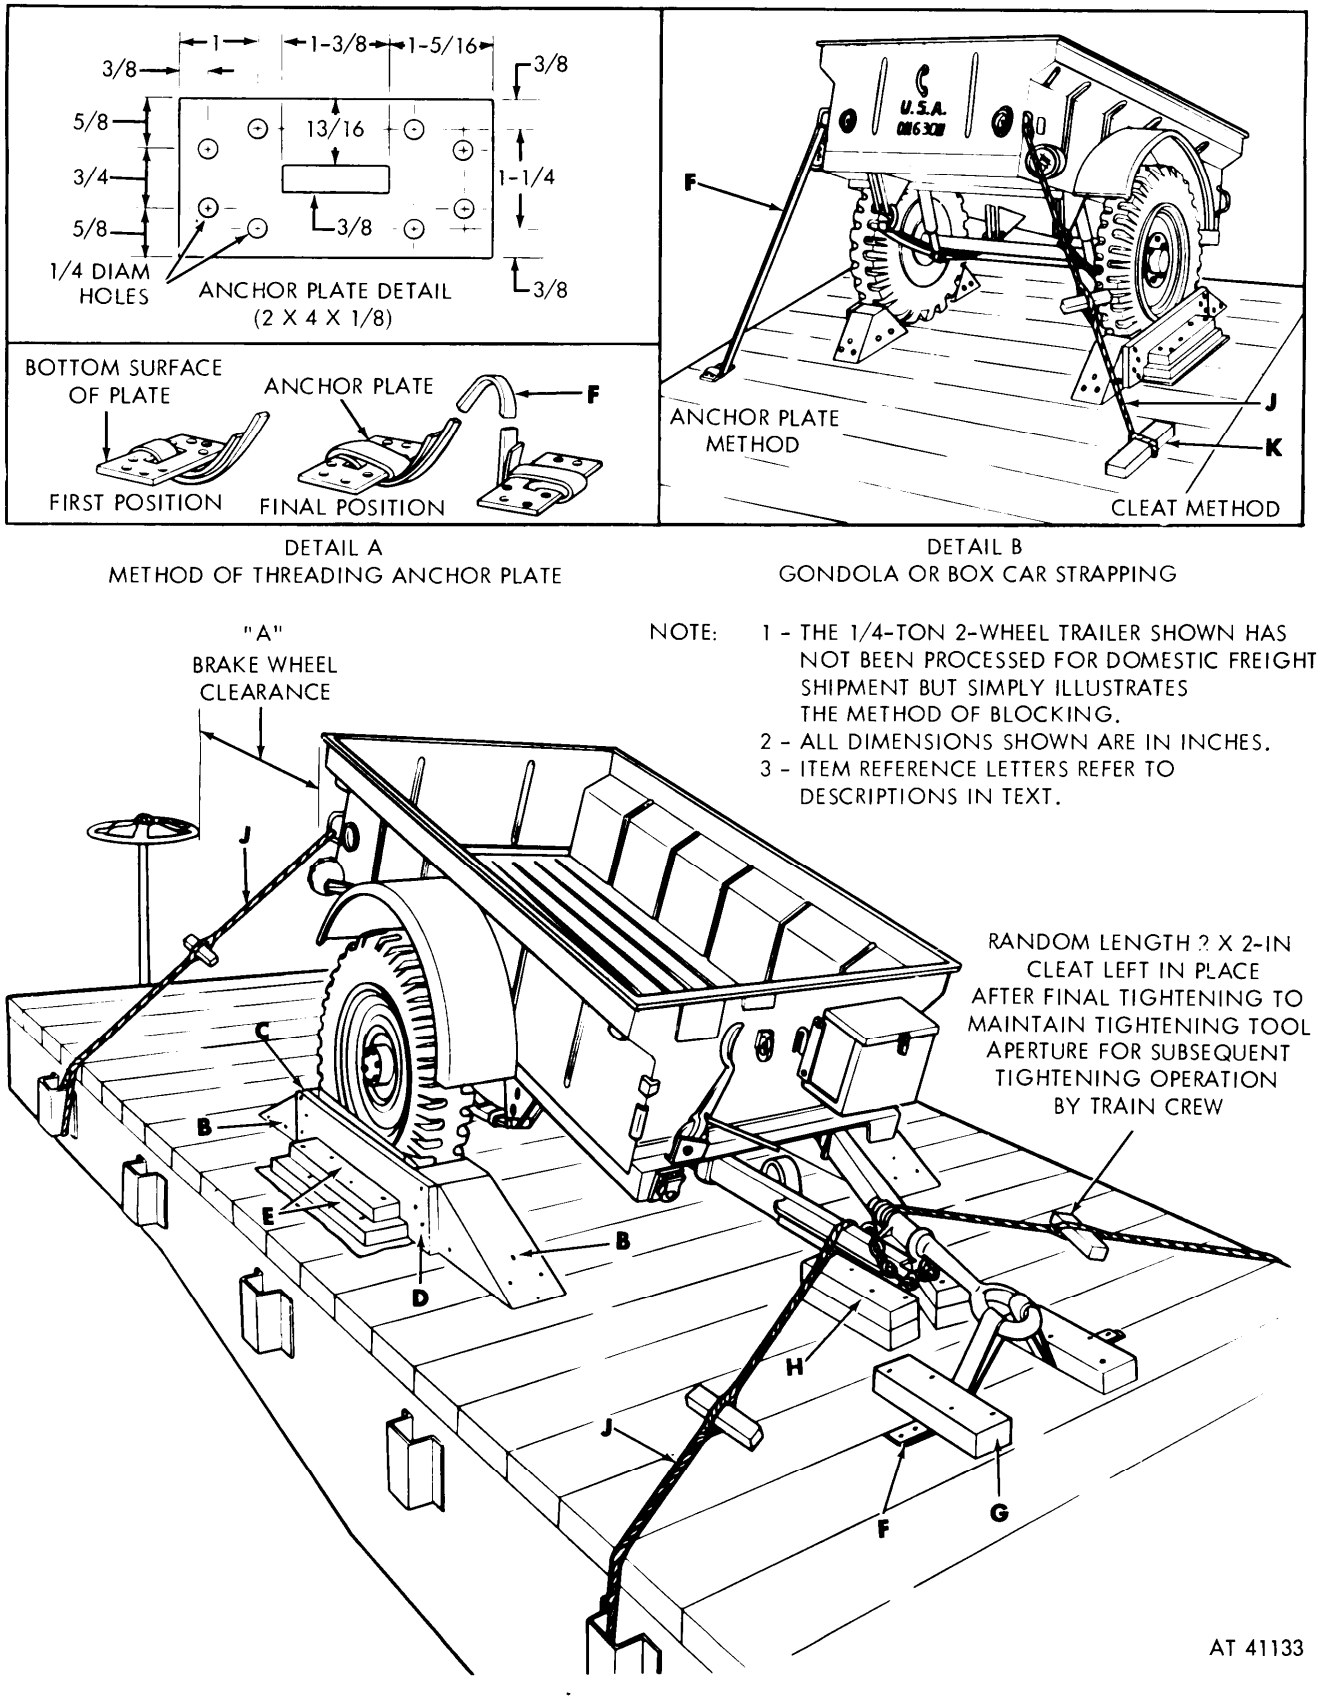
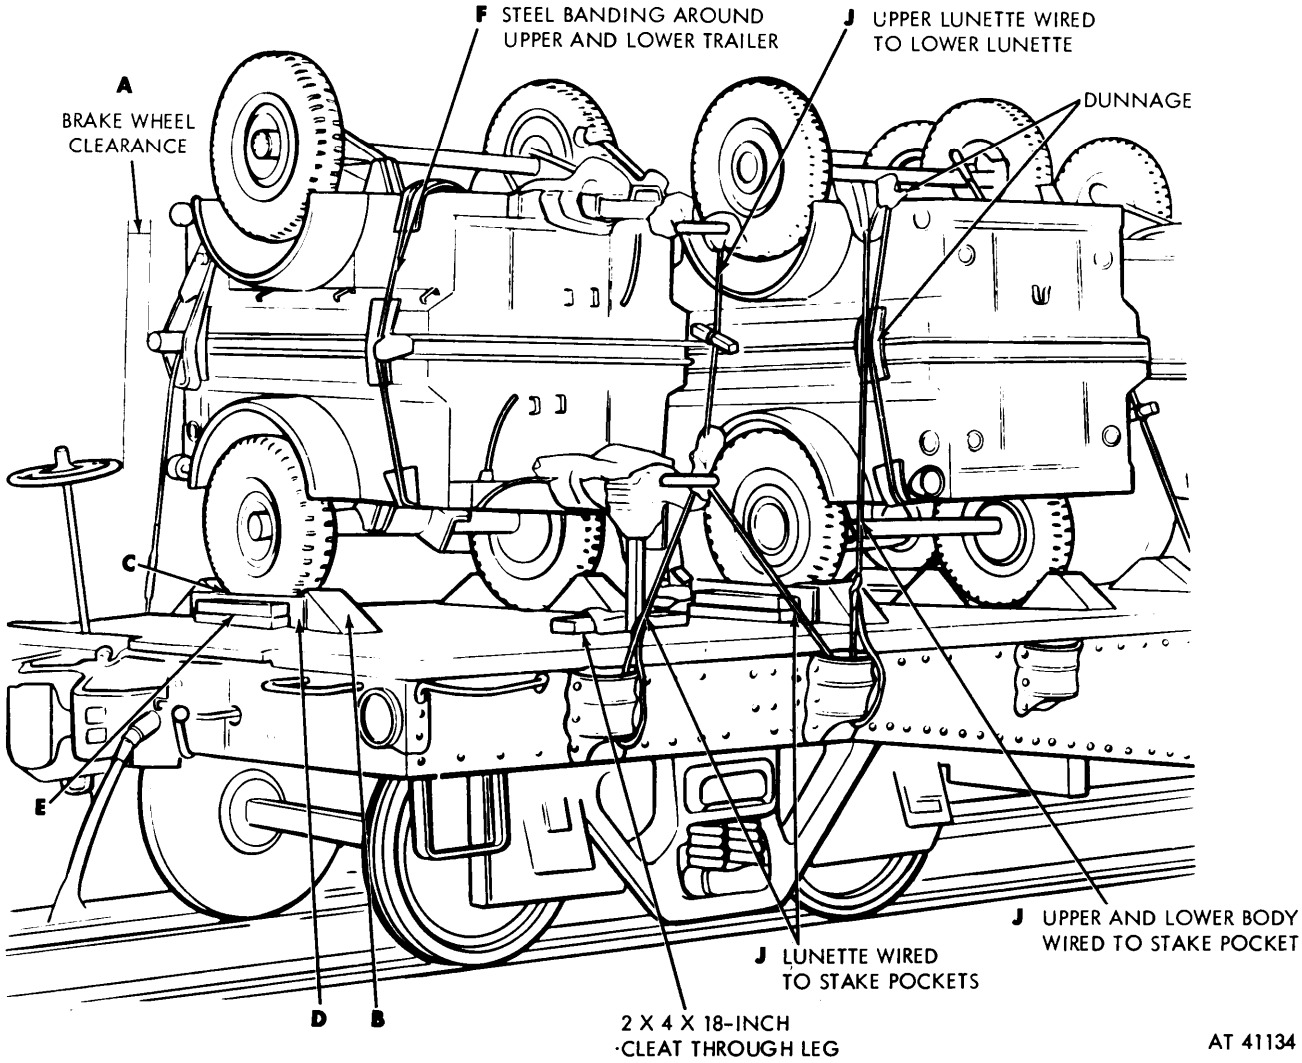
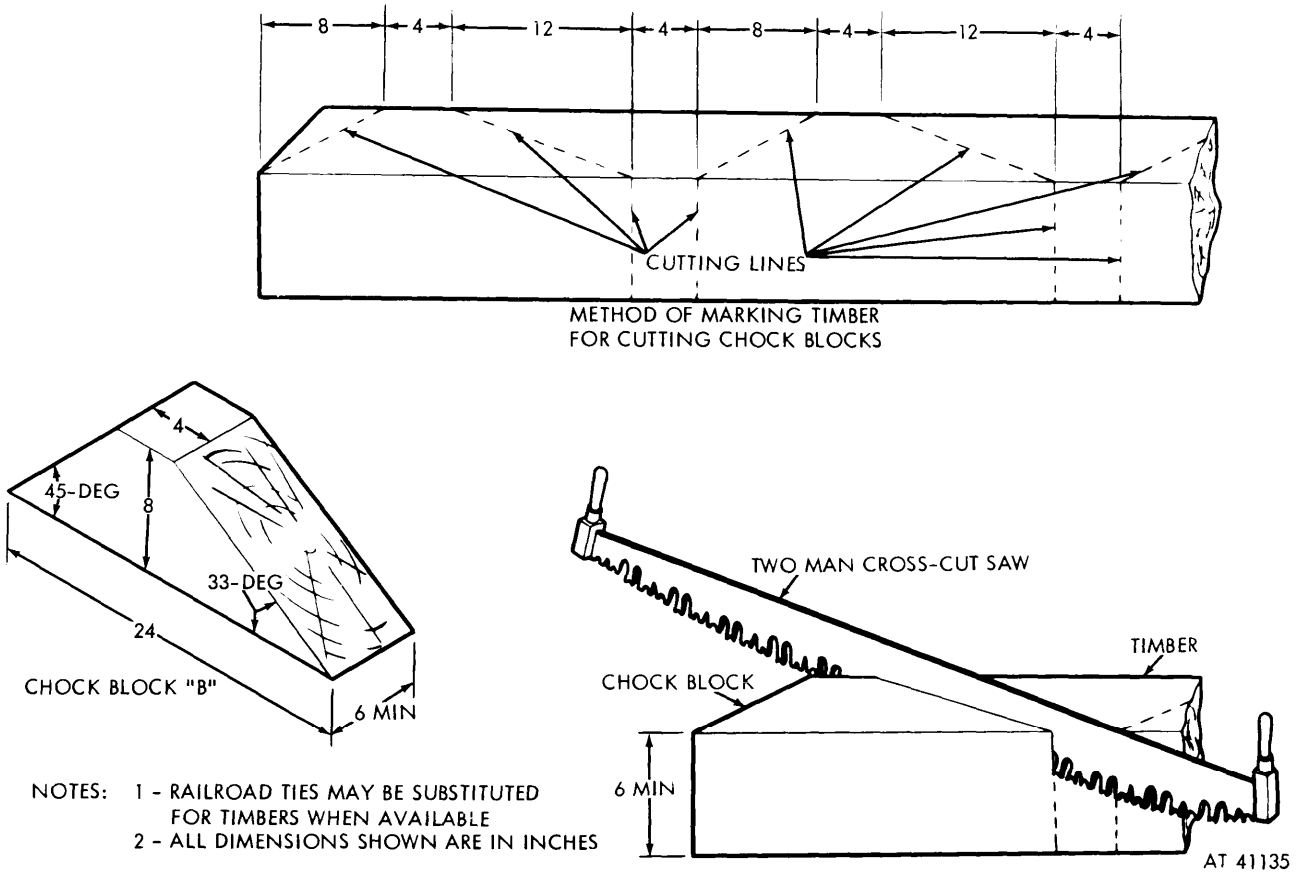

Figure 7-1. Method of blocking the 1 / 4-ton, 2-wheel Trailer M100 or M367 (single loading) for rail shipment.
Figure 7-2. Method of blocking the 1 / 4-ton. 2-wheel Cargo Trailer M100 (double loading) for rail shipment.
Figure 7-3. Cutting chock blocks from timbers.
(e) The above method of train loading requires careful planning as to the order of loading, so that trailers are arranged on each flatcar under prescribed methods and combinations (figs. 7-1 and 7-2).
(a) End-door boxcars are spotted with the door end toward the ramp and loaded as described for flatears (1) above). When the height of the trailers (double loading, fig. 7-2) to be loaded is close to the inside height limits of the boxcar, it will be necessary to first load the trailer on an adjacent flatcar. The two end doors must be opened before the flatcar is coupled to the doorend of the boxcar.
a. General. All blocking instructions specified herein are minimum and in accordance witll the Association of American Railroads "Rules Governing the Loading of Department of Defense Materiel on Open-Top Car." Additional Blocking may be added as required at the discretion of the officer in charge. Double-headed nails may be used if available, except in the lower piece of two-piece cleats. All item reference letters given below refer to the details and locations as shown in figures 7-1 and 7-2. The ¼-ton 2-wheel trailer may be single loaded with the leg retracted as shown in figure 7-1 or double loaded with the lower trailer positioned with the leg down as shown in figure 7-2.
The trailer shown in figure 7-2 is not the model M100, however, model M100 may be similarly blocked for rail shipment. Any loading methods or instructions developed by any source which appear in conflict with this publication or existing loading rules of the carriers, must be submitted for approval to the proper authorities.
b. Brake Wheel Clearance "A". Load trailers on flatcars with a minimum clearance of at least 4 inches below and 6 inches above, behind, and to each side of the brake wheel (fig. 7-1 and 7-2). Increase clearance as much as is consistent with proper location of load.
Filler cleats may be used between chock blocks and side cleats to centrally locate the chock block against tires. These cleats are not shown on figures 7-1 and 7-2. Chock blocks may be cut from timbers (or railroad ties, when available) as shown in figure 7-3.
g. Strapping Trailers for Single Loading (fig. 7-1).
Strap may be secured to to car floor by means of anchor plates as shown in detail A, figure 7-1.
(5) Body strapping "J". Locate cable (4) above and attach to rear end of trailer bracket and stake pocket. Twist-tie as prescribed for drawbar strapping (4 above).
h. Strapping Trailers for Double Loading (fig. 7-2).
(1) *Landing leg.* Place landing legs in position (Fig. 7-2) and secure to car floor by passing one 2 x 2 \ 18-inch cleat through loop at lower end of leg. Nail cleat to car floor with thirtypenny nails.
(2) *Lunette strapping "J" (No. 8 gage black annealed wire, length to suit).* Locate cable (g (4) above) and attach to stake pockets. Twist-tie as prescribed for drawbar strapping (g (4) above).
(b) Encircle rear end of upper and lower trailers with four strands of No. 8 gage black annealed wires “J” and secure to stake pockets (fig. 7-2). Twist-tie as prescribed for drawbar stripping (g (4) above).
i. Gondola or Boxcar Strapping (optional for Flatcars). Locate 1 ¼ x 0.035-inch hot-rolled steel strapping at each location specified in *g* and *h* above, where strapping is attached to stake pockets. Coil strapping around steel anchor plates as shown in details A and B, figure 7-1. Secure by nailing anchor plates to car floor with not less than six twentypenny nails (doubleheader nails preferred). As an alternate method of securing trailers to car floors, form and substitute a cable “J”, consisting of four strands of No. 8 gage black annealed wire or wires of equivalent strength, at each location for steel strapping “F”. Attach cables to car floors by wrapping around wooden cleats “K” (2 x 4 x 18-inches). Locate cleats lengthwise of car and nail to car floor with thirtypenny nails (g (4) above). Join both ends of cable together, twist, and tighten with rod or bolt just taut enough to take up slack (details B and C, fig. 7-1).